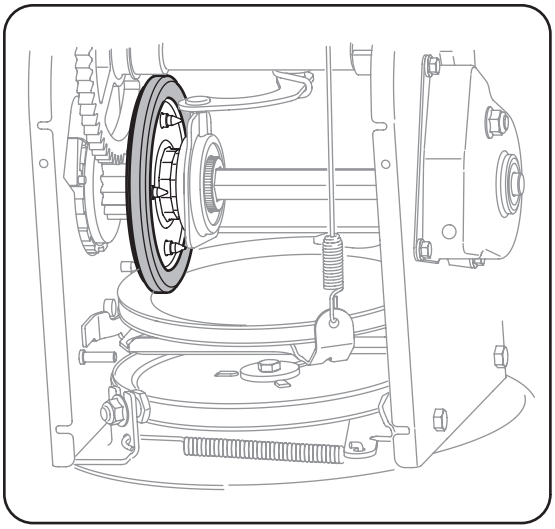

Figure 6-11
4. Examinez soigneusement la roue de frottement pour détecter tout signe d'usure ou de fendillement. Voir la Figure 6-11.
3. a. Utilisez une clé pour pivoter la poulie de tension vers la droite. Voir la Figure 6-11.